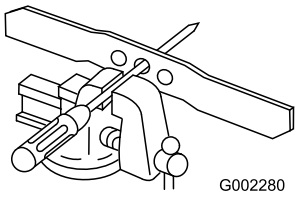

Figuur 33
1. Controleer de balans van het mes door de opening in het midden van het mes boven een spijker of de steel van een schroevendraaier te houden, die horizontaal in een bankschroef is geklemd (Figuur 33).